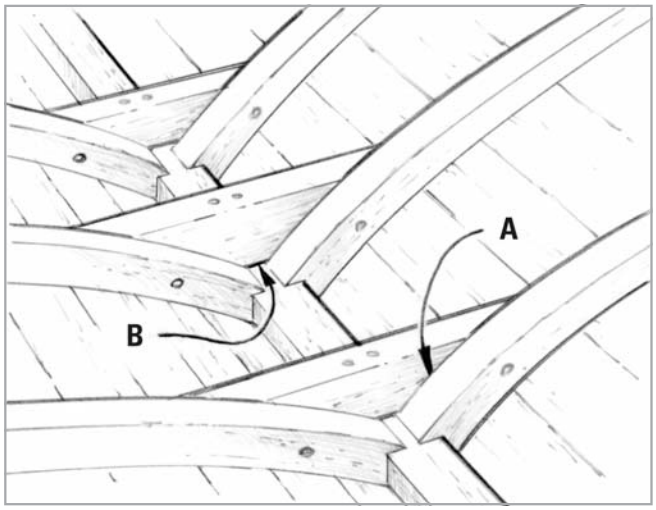

Figure 4-9 *Inspect the floors, keel and frames for gaps or signs of movement.*
A. Inspect the area where the floors attach to the frames. Look for signs of movement between the floors and the frames *(Figure 4-9)*.